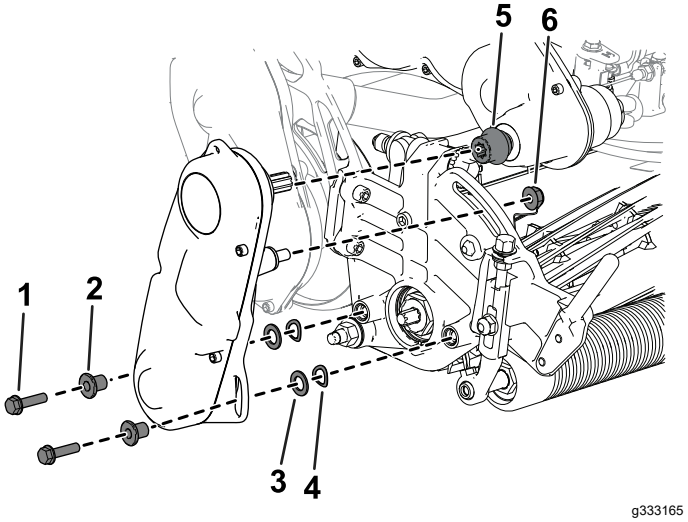

Rysunek 38
6. Zamocuj zespół napędu wrzeciona do płyty bocznej zespołu tnącego z wykorzystaniem odkręconych wcześniej śrub imbusowych, podkładek i elementów dystansowych (Rysunek 38).
Upewnij się, że wał napędowy zespołu napędu wrzeciona jest zamocowany do łącznika wału napędowego przekładni (Rysunek 38).